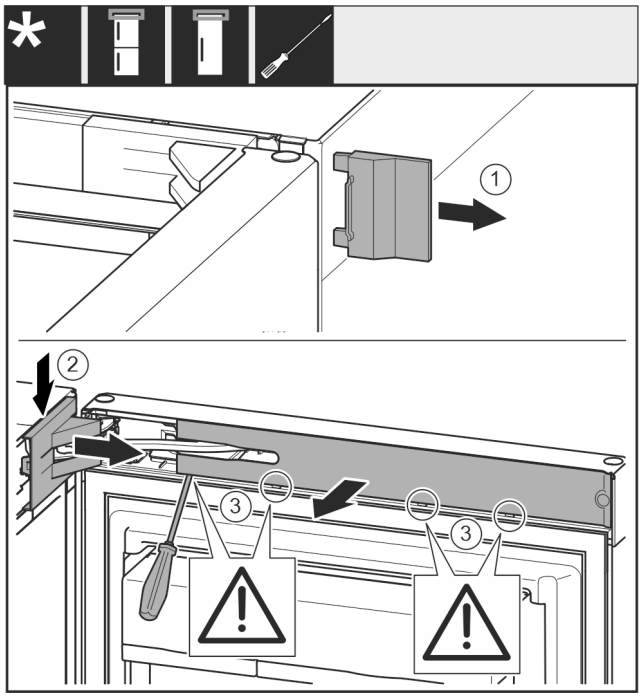

Fig. 9
▶ Afdekking *Fig. 9 (1)* wegnemen.
- ▶ Lagerbokafdekking *Fig. 9 (2)* ontgrendelen en losmaken.
- ▶ Lagerbokafdekking *Fig. 9 (2)* wegnemen.
- ▶ Paneel *Fig. 9 (3)* met een platte schroevendraaier ontgrendelen en opzij draaien.